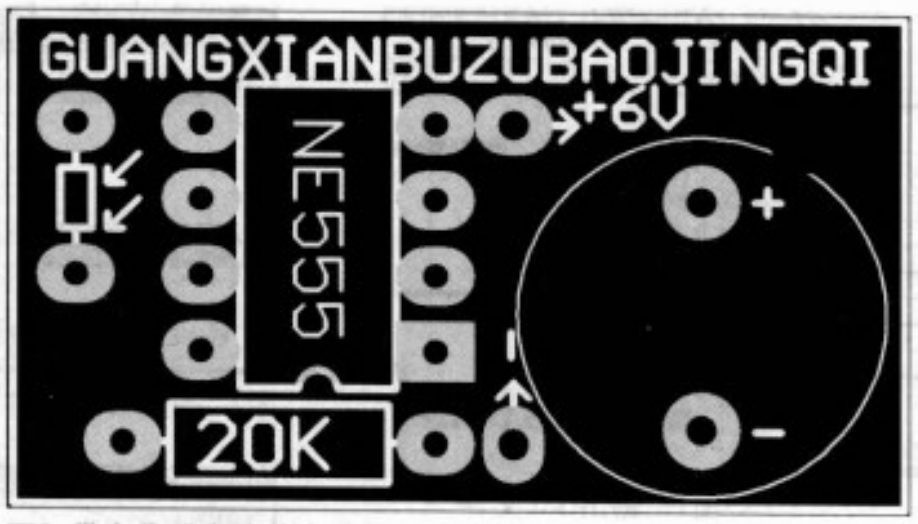

图3 带有集成电路的电路板
2. 电路线宽一般为80mil（约2mm），最小线宽20mil（约0.5mm）。从效果上看，DIP直插式集成电路的两只脚间距正好是电路间距20mil（约0.5mm）加上电路线宽80mil（约2mm），即集成电路的两只脚间距为100mil（约2.5mm），如图3所示。